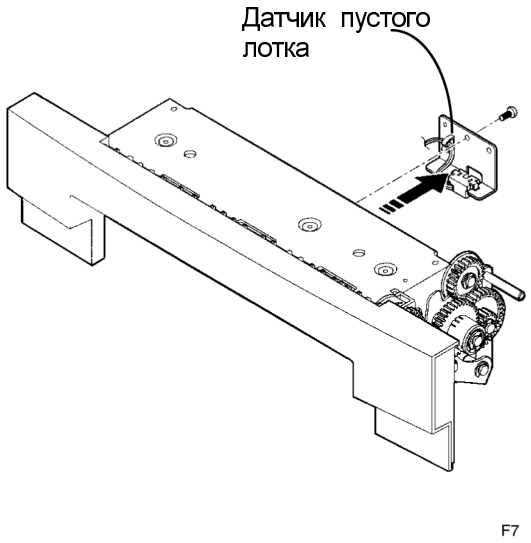

Рисунок 1. Снятие датчика пустого лотка 2
2. (Рисунок 1): Отверните винты и снимите датчик пустого лотка 2.